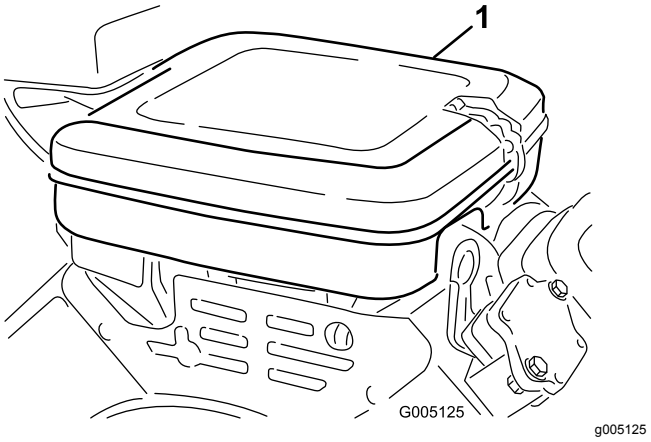

Figur 31
1. Rengjør luftrenserdekselet (Figur 31).